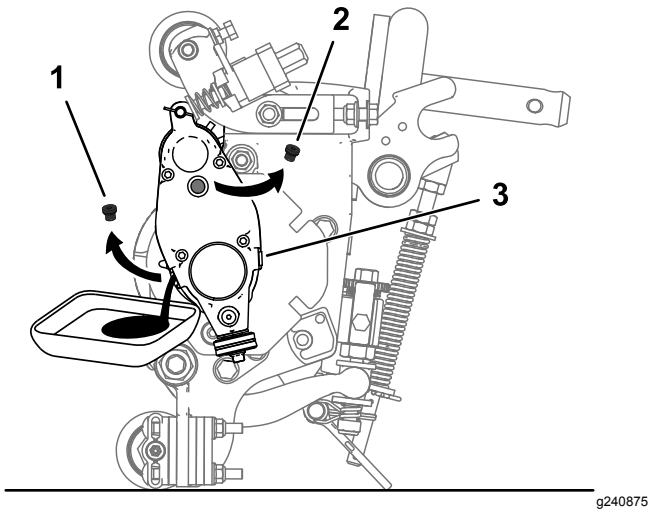

Figura 25
5. Incline a unidade de corte para trás para o apoio até a porta de drenagem estar no fundo para assegurar uma drenagem completa (Figura 25).